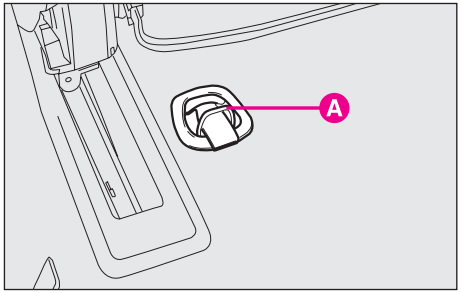

fig. 72
– for seats positioned facing the running direction, fasten the upper belt (in the upper seat pocket) to the ring **A-fig. 72** located on the floor immediately behind the seat: